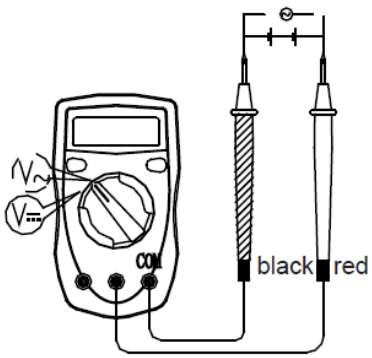

Figuur 3
A. Gelijkspanning meting (zie figuur 3)
B. Wisselspanning meting (zie figuur 3)